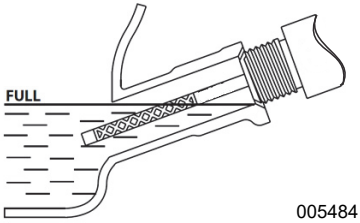

***Figure 2-8. Plage de fonctionnement sûr***
5. Pour vérifier le niveau d'huile, retirez l'entonnoir et insérez la jauge dans le goulot de remplissage d'huile. Se reporter à la *Figure 2-8*.